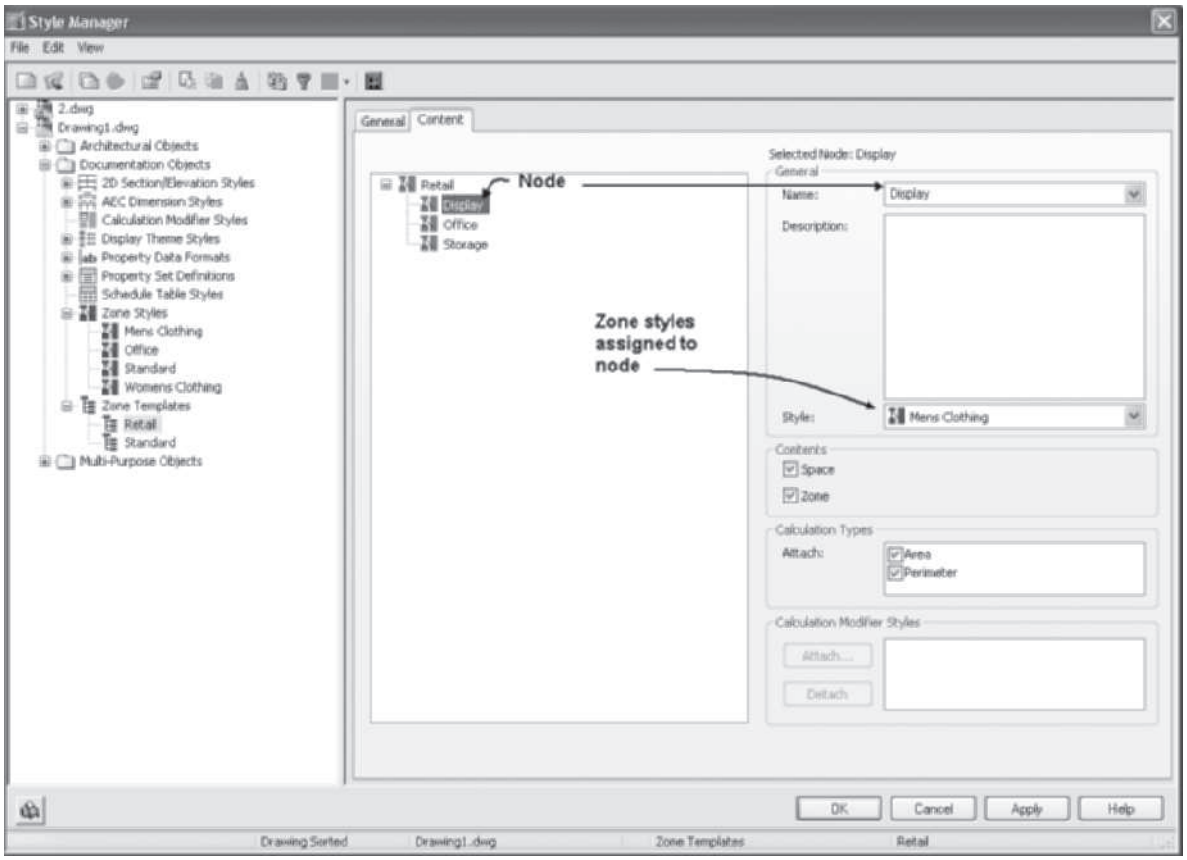

FIGURE 4.38 *Creating zone categories*
7. To create subcategories, choose a category, right-click, and choose **New**. Overtype the name of the zone category. Choose each zone category and edit the zone style assigned to the node in the **General** section shown at the right in Figure 4.38.